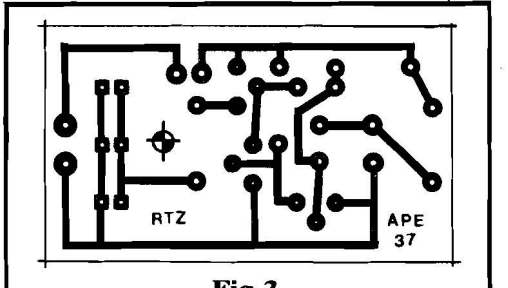
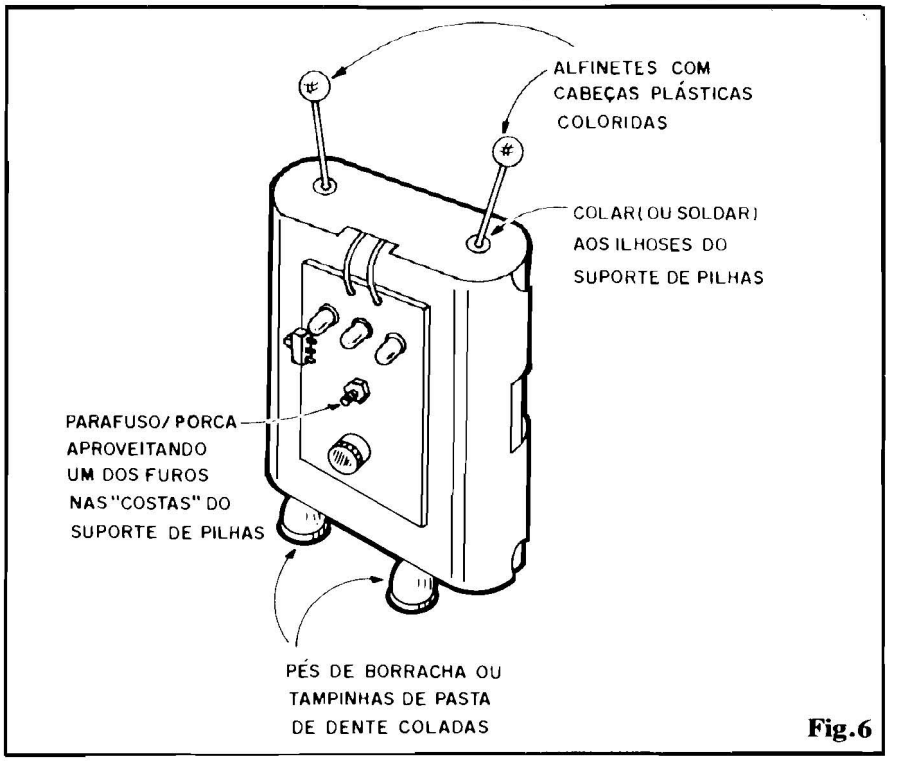

Fig.3
Fig.6
- **FIG. 6** - ESTRUTURANDO O ROBOZINHO... - Se as coisas foram feitas de acordo com as recomendações inerentes às figuras anteriores, não haverá dificuldades em fixar o conjunto conforme sugere a ilustração... O suporte de pilhas tipo "canoa" apresenta, nas suas "costas", dois furos centralizados, dos quais **um** deverá "bater" direitinho com a posição da furação já demarcada na placa de Impresso (rever fig. 3...). Um simples conjunto parafuso/porca 3/32" será suficiente, desde que a "cabeça" do parafuso se situe no interior do suporte de pilhas (se nessa extremidade ficar a ponta do parafuso, com a respectiva porca, a protuberância atrapalhará a inserção das pilhas...). Como a plaquinha é leve (com relação ao peso do suporte já "carregado" com as pilhas...) basta um leve aperto para "segurar" firmemente o conjunto. O resto da "antropologia" do RTZ poderá, então, ser facilmente providenciado com a anexação (por colagem com **epoxy** ou cianoacrilato...) dos dois pés de borracha à parte inferior do conjunto, e pela fixação dos dois alfinetes com grandes "cabeças" plásticas coloridas, fixados ou soldados aos próprios ilhoses metálicos existentes na parte superior do suporte de pilhas (os alfinetes constituem as "antenas" que todo robô que se preza tem...).